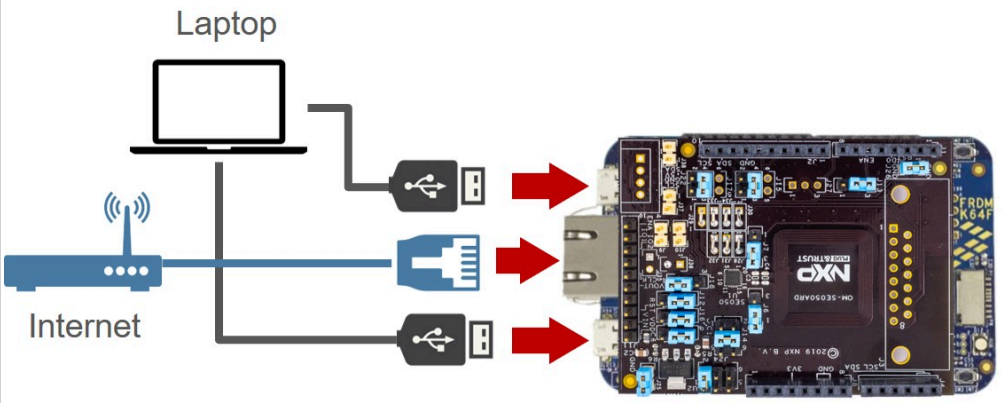

Figure 47. Connect FRDM-K64F board
3. Connect FRDM-K64F OpenSDA port, K64F port and Ethernet interface to your laptop as shown in Figure 47: